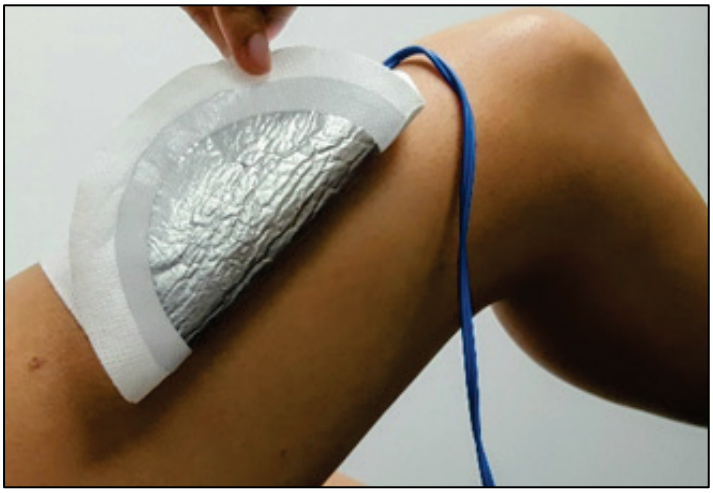

Figure 5-2. Remove Dispersive Electrodes from patient and inspect skin.
- Gently peel the Dispersive Electrodes from the patient, see Figure 5-2.